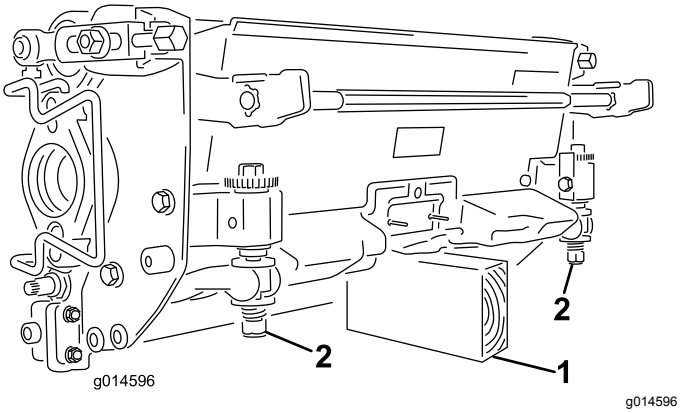

**Figuur 45**
***Belangrijk:*** **Als u het maaidek moet kantelen, ondersteun de achterkant van het maaidek dan om te verzekeren dat de moeren van de instelschroeven van de snijbalk niet op het werkvlak rusten (Figuur 45).**